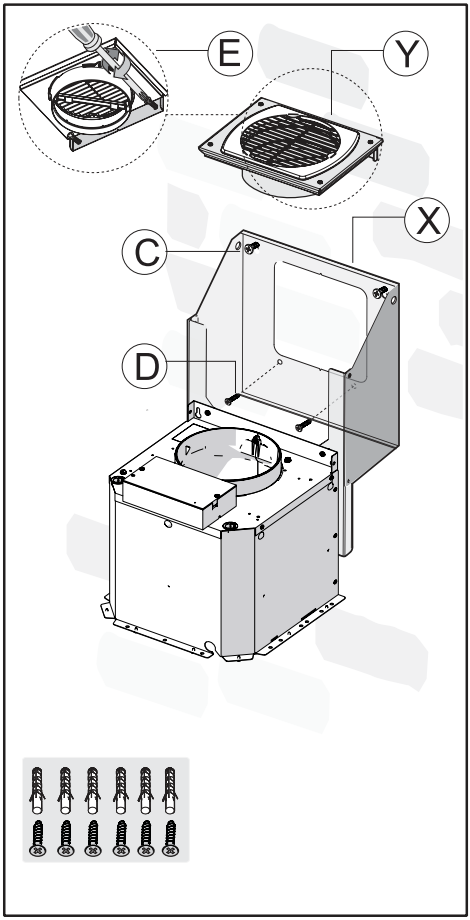

Fig.6
- Fije los 2 tornillos C y las espigas para pared (**Fig. 6**). Los tornillos no deben ser enroscados completamente.
- Una realizada la regulación, fije el grupo motor X definitivamente con los 2 tornillos D (**Fig. 6**).
- Fije la abrazadera de salida de aire Y a la pared con los 2 tornillos E (**Fig. 6**).
- Coloque el grupo motor X en la pared, en posición horizontal y enrosque los tornillos C (**Fig. 6**).